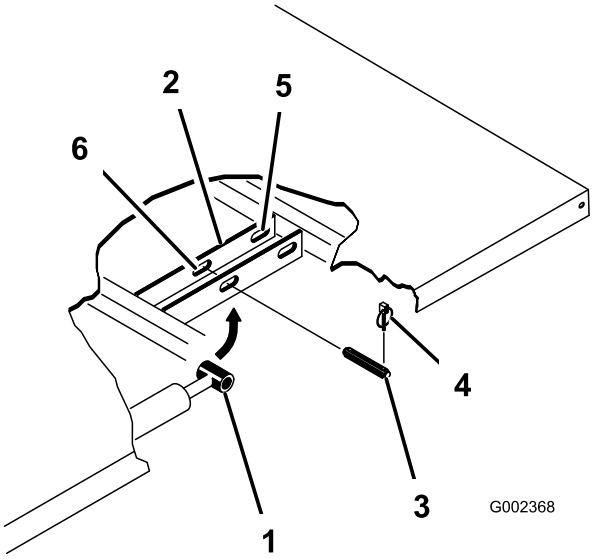

Figur 32
2. Fjern orepinnen fra den ytre enden av splittpinnene (Figur 32) på sylinderstaget.
3. Fjern splittpinnene som fester sylinderstaget til planmonteringsplatene, ved å skyve pinnene innover (Figur 32).
4. Fjern orepinnene og splittpinnene som fester svingbrakettene til rammen (Figur 32).